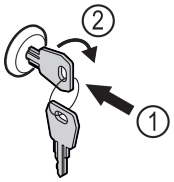

Fig. 73 Voorbeeld
▶ Sleutel erin duwen *Fig. 73 (1)*.
▶ Sleutel 90° rechtsom draaien *Fig. 73 (2)*.